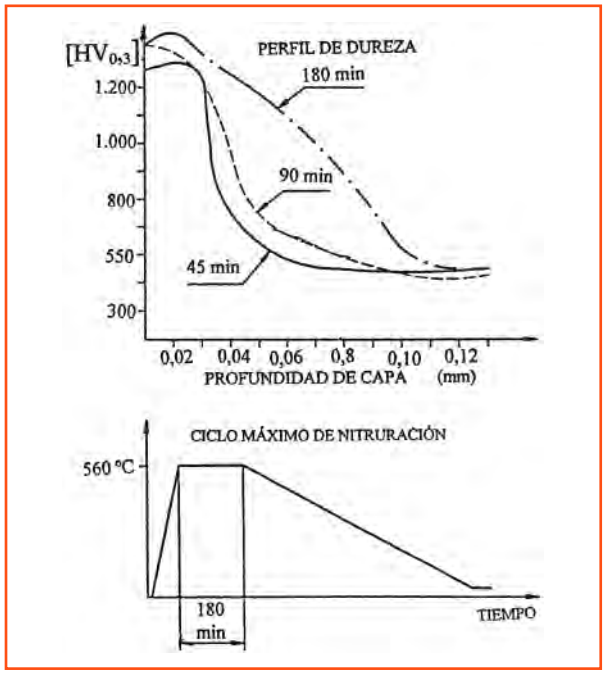

Figura 4**. Perfil de dureza y profundidad de las capas nitruradas, según el tiempo y temperatura de nitruración.* ***Acero 37CrMoV5.1.
Después de los tiempos habituales de nitruración en baño de sales, –90 a 180 *minutos*– la capa de combinación alcanza un espesor o profundidad de 12 a 16 micras [12 ÷ 16 µm]; **figura 4**. La capa de combinación obtenida influye de modo muy positivo, principalmente, sobre: (1) la resistencia al desgaste; (2) el comportamiento a fricción; (3) las propiedades de pulido; y (4) la resistencia a la corrosión.
Con el fin de conseguir capas de combinación y zonas de difusión satisfactorias, el tiempo de nitruración de los moldes y demás componentes no debe ser relativamente corto ni tampoco muy prolongado. Los mejores resultados se obtienen con una nitruración de duración o tiempo comprendido entre 120 y 180 minutos, y a una temperatura aproximada de 570 °C; ver **figura 4**. El alargar el tiempo de nitruración por encima de los 180 minutos, no tiene sentido; ya que no aporta ninguna ventaja adicional decisiva y si mayores inconvenientes, como antes hemos apuntado, principalmente, en lo que se refiere a la fragilidad de la capa; ver **figura 5**.